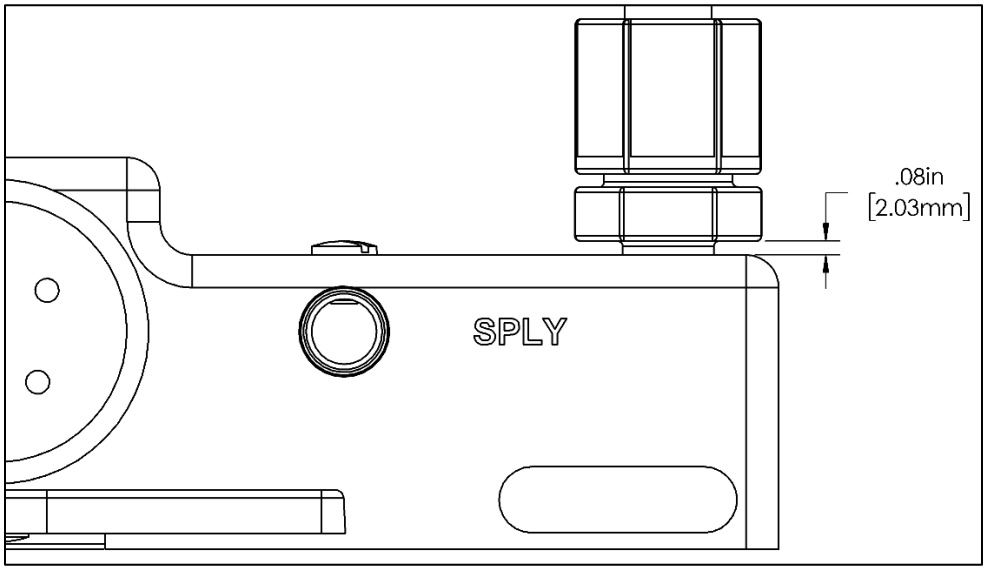

Figure 4-3: Jaco Fitting Final Position
- **Perform this step only if the Jaco fitting was removed during disassembly.** Apply PTFE thread tape to the NPT threads on the Jaco fittings. Do not tape more than ½ of the threads. Thread the fittings into pump base - depth is .08 inch from bottom of wrench hex to top of pump base as shown. See Figure 4-3. Loosen the nut.